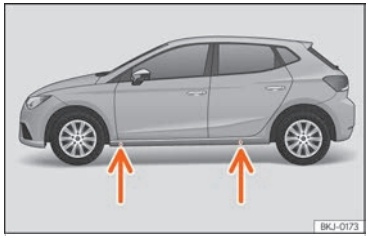

Fig. 192 Punts de suport del gat.
- Cerqueu al llarguer la marca del punt de recolzament del gat (zona enfonsada) més proper a la roda a canviar ››› fig. 192.